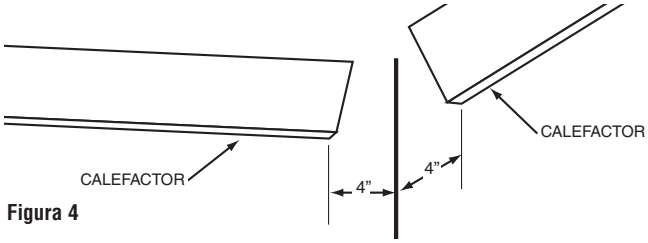

**Figura 4**
7. Deben mantenerse los espacios libres mínimos siguientes (vea la Figura 1 y la Figura 4):
Los calefactores deben ubicarse de modo que los extremos de cada uno se encuentren a 4 pulgadas (102 mm) de la pared lateral. Vea la Figura 4.